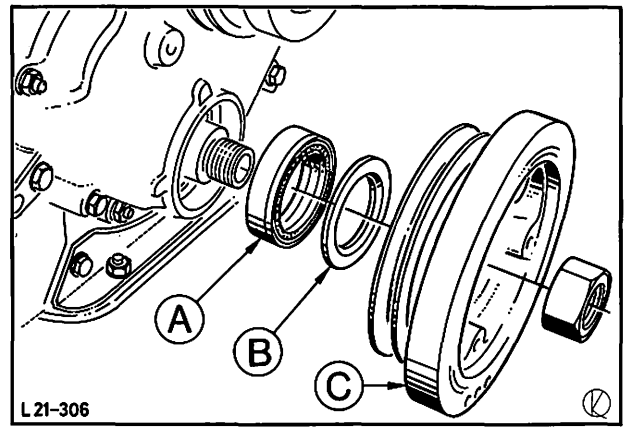

Abb. 155 Radialdichtring – Kurbelwelle einziehen
7. Einbauring 21-082 und eingeölten Kurbelwellendichtring auf die Riemenscheibe schieben, Abb. 155, und Spezialwerkzeug 21-018 an Riemenscheibe anschrauben. Dichtring und Riemenscheibe mit der Befestigungsmutter bis zur Anlage auf die Kurbelwelle ziehen, dabei auf richtigen Sitz der Scheibenfeder achten und Riemenscheibe mit Spezialwerkzeug 21-018 festhalten.